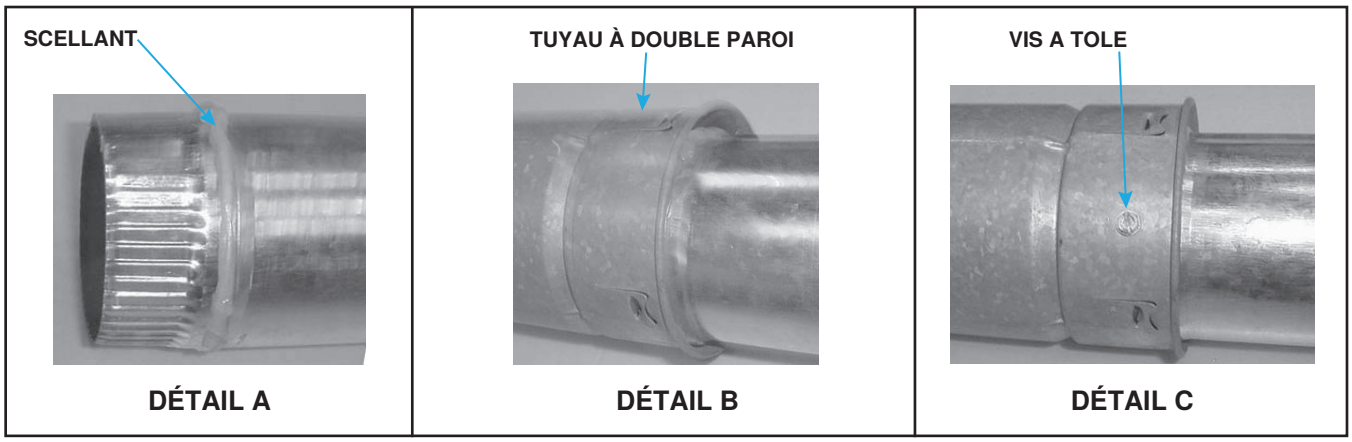

**Figure 14. Raccordement d'un tuyau à double paroi (type B) à un tuyau d'évent à paroi simple ou de catégorie III**
a. Appliquez un cordon de silicone de 1/4 pouce (6.35 mm) sur la circonférence du tuyau à simple paroi ou du tuyau de catégorie III (voir **Figure 14**, DÉTAIL A).
b. Effectuez l'étape 2 immédiatement après l'étape 1. Insérez le tuyau à simple paroi avec silicone dans la paroi intérieure du tuyau à double paroi de manière que le cordon de silicone soit en contact avec la paroi intérieure et scelle le joint (voir **Figure 14**, DÉTAIL B).
c. Percez trois petits trous à intervalles égaux autour du tuyau à double paroi, au-dessous de l'anneau de scellant. Fixez le joint au moyen de vis à tôle de 3/4 pouce (19.05 mm) de longueur. Ne serrez pas les vis plus qu'il ne faut (voir **Figure 14**, DÉTAIL C).